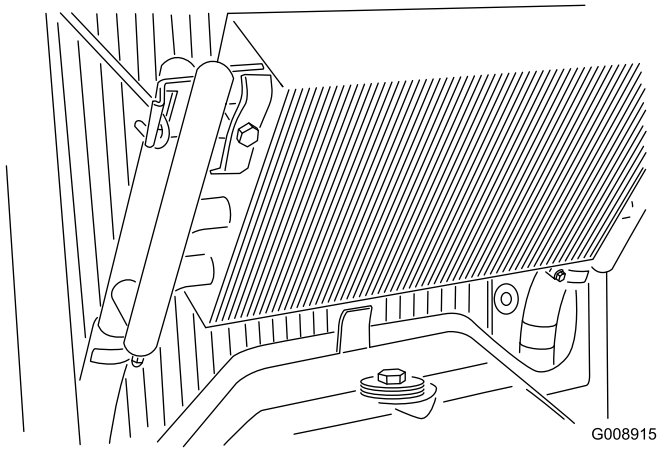

Figuur 67
4. Maak de oliekoeler los en kantel deze naar achteren (Figuur 67).